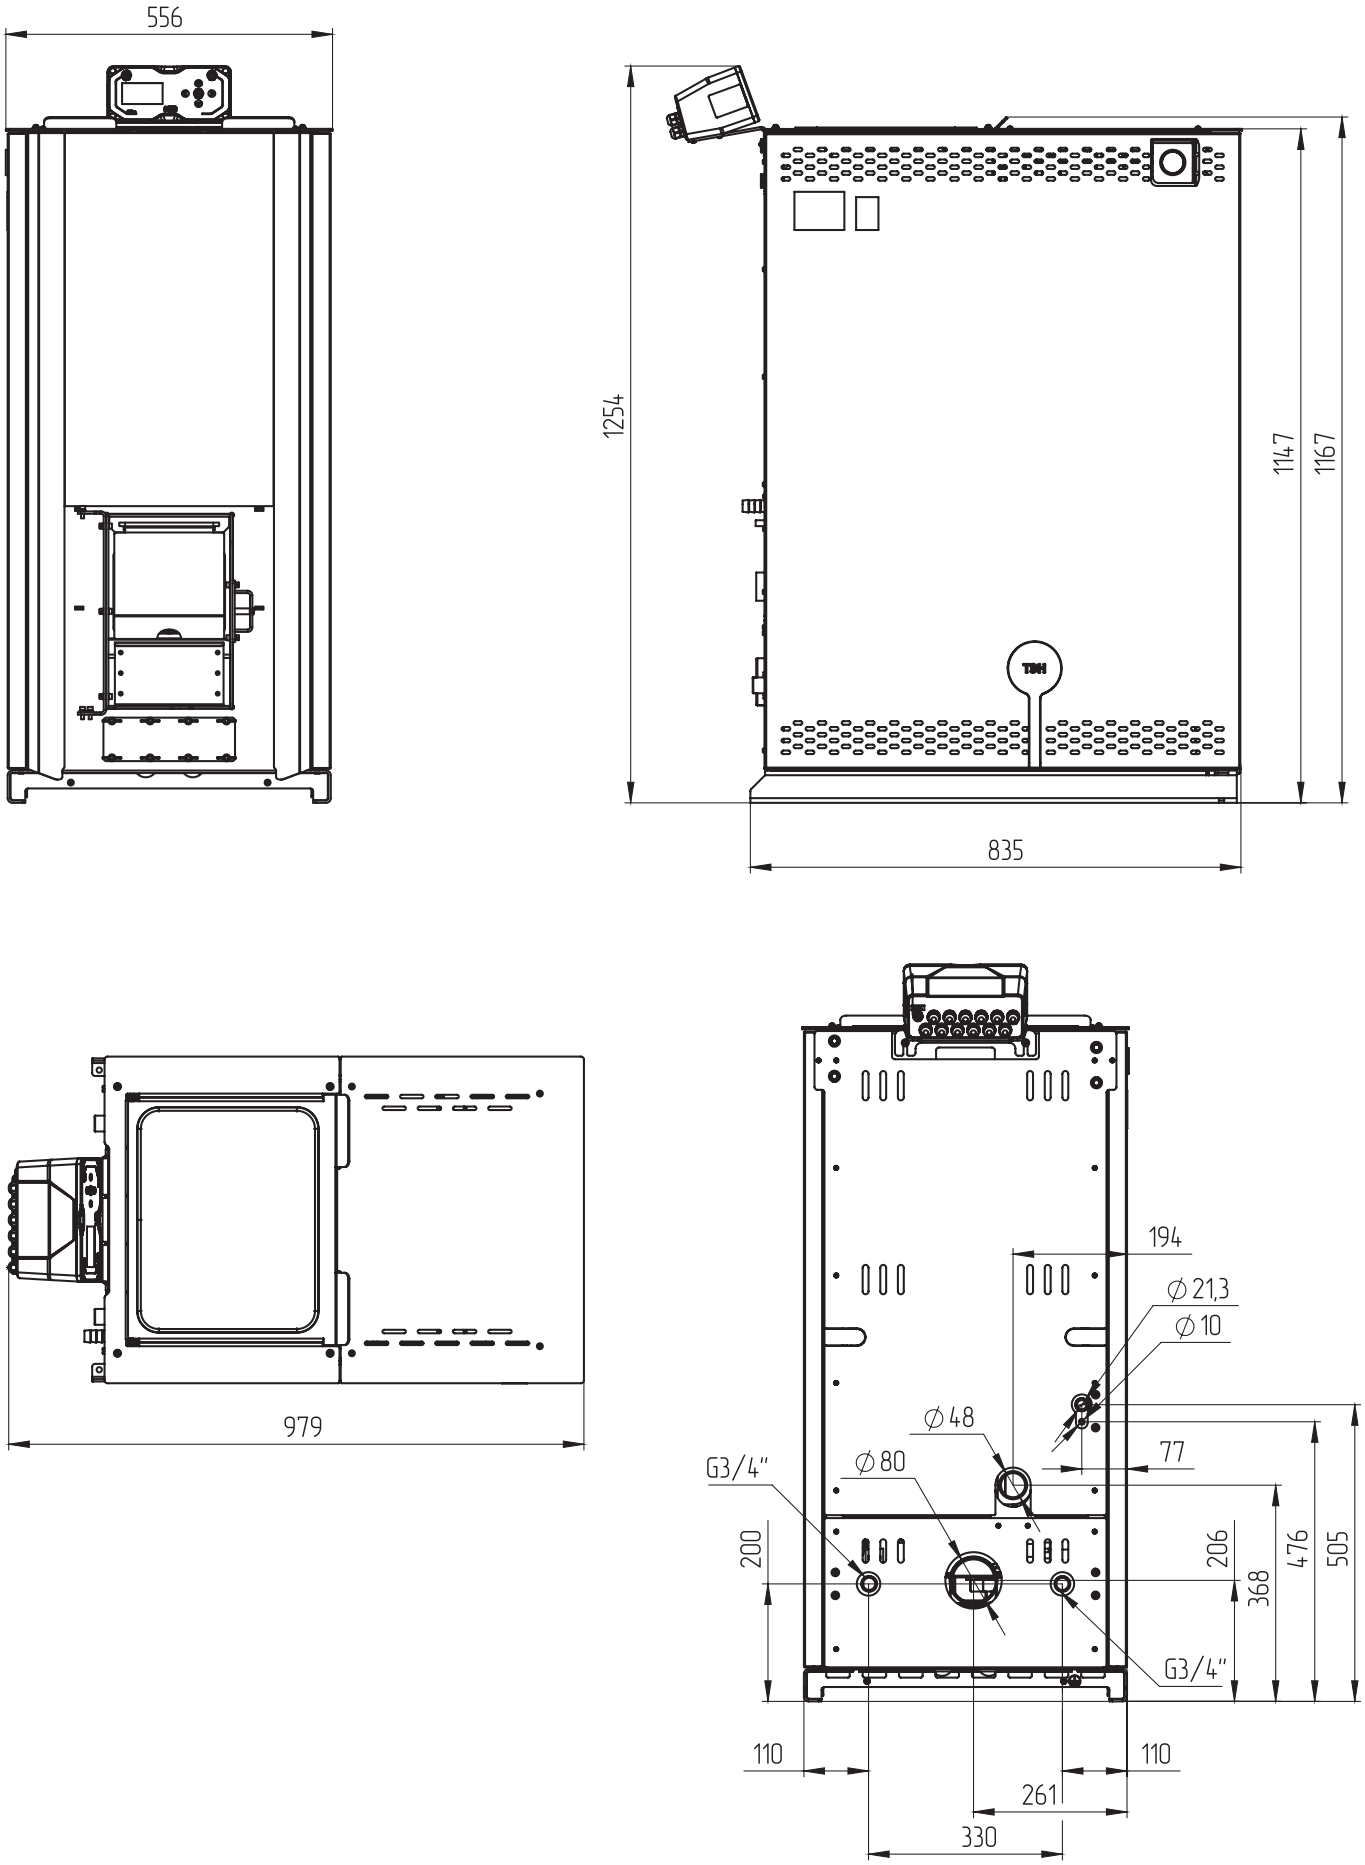

Рис. 13 Монтажные размеры котлов ZOTA Bio Unit
- Подсоедините котел к системе отопления. Монтажные размеры котлов указаны на **Рис. 13**;